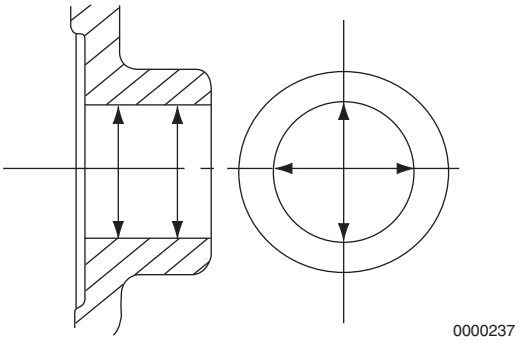

Figure 6-65
6. Measure the diameter of the wrist pin bore on both sides of the piston **(Figure 6-65)**. *See Piston on page 6-10 for specifications.* Record the measurements.